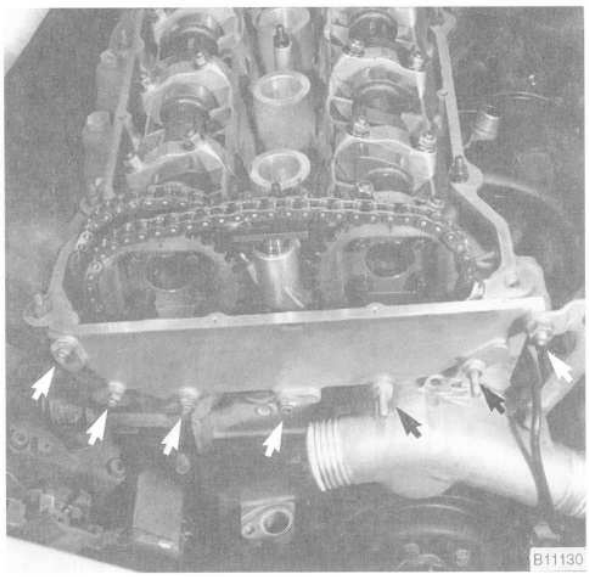

Fig. 15. Upper timing chain cover mounting nuts (**arrows**) on 1991 and 1992 cars.
25. On 1991 and 1992 cars, remove the upper timing chain cover from the front of the cylinder head. See Fig. 15.